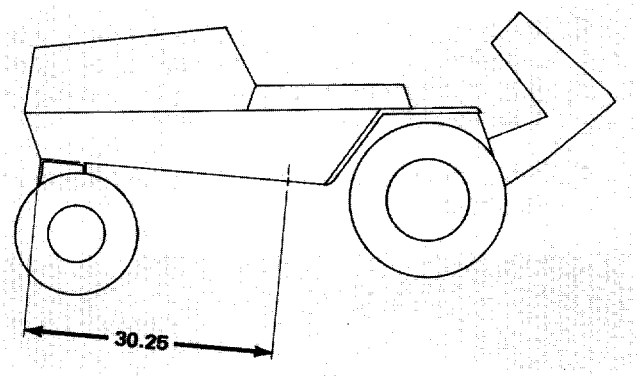

Figure 5
3. Drill two (2) .406" (10.3 mm) holes through bottom flange of the frame side channels at indicated locations (Fig. 5).